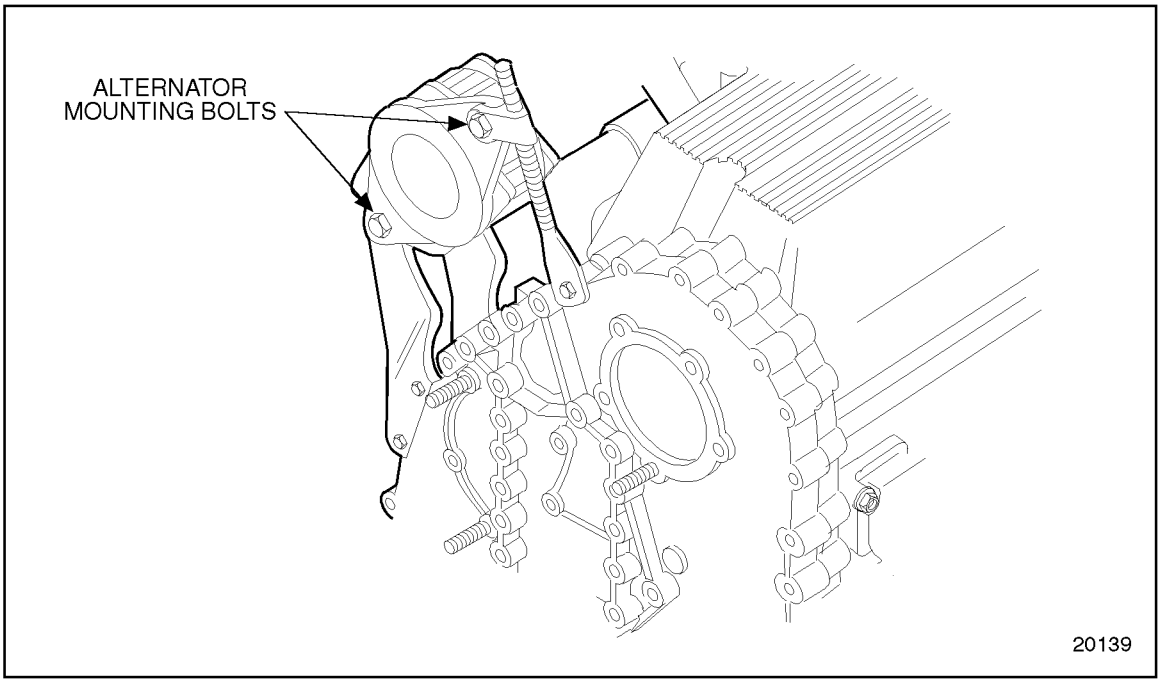

Figure 1-168 Alternator and Related Parts
3. Loosen the alternator mounting bolts. Remove the alternator drive belts, alternator, and mounting brackets (if so equipped). Refer to section 8.2.2. See Figure 1-168.